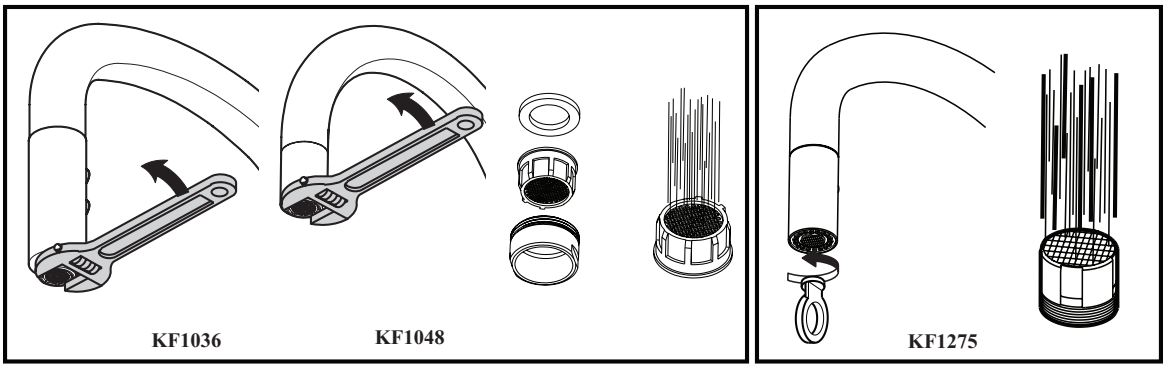

Fig. 9.1
- Nettoyer et rincer l'**aérateur** (fig 9.1).
- Clean and rinse the **aerator** (fig 9.1).